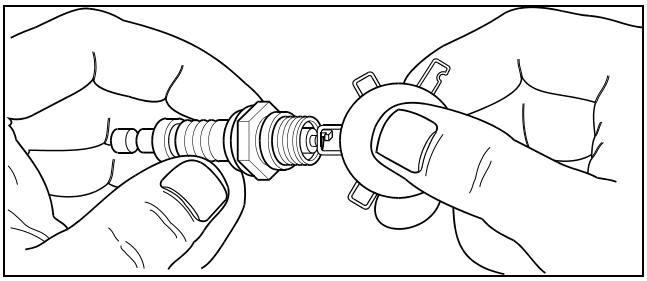

Figure 4-4. Écartement de la bougie
4. Réglez l'écartement de la nouvelle bougie à 0,70-0,80 mm (0,028-0,031 po). Voir la figure 4-4.